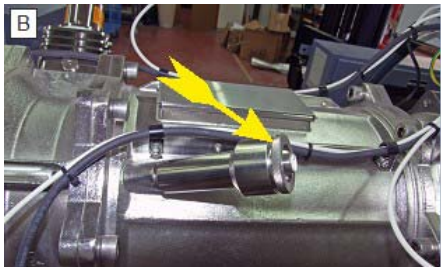

Figure 11-37: Replacing the Sensors 2 (Generic View 2)
Step 7. When replacing a sensor, remove the nut **(2)** and the washer **(3)** shown in **Figure 11-37** below.